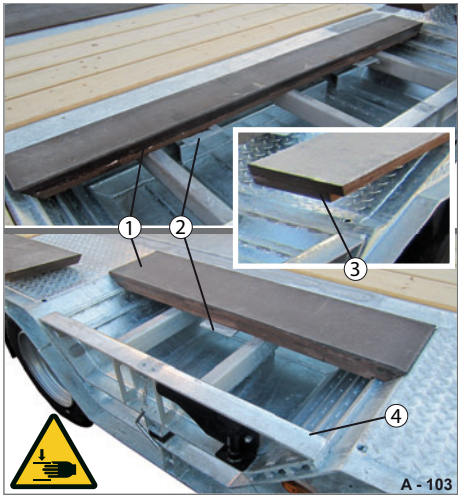

Abb. 112 Abdeckbretter auflegen
▶ Legen Sie die Abdeckbretter (Abb. 112/1) von Innen aus auf - die Blechnasen (Abb. 112/2) müssen nach außen hin zeigen.
▶ Das Abdeckbrett mit Überlappung (Abb. 112/3) wird als letzten auf die Gestell-Kante (Abb. 112/4) aufgelegt.